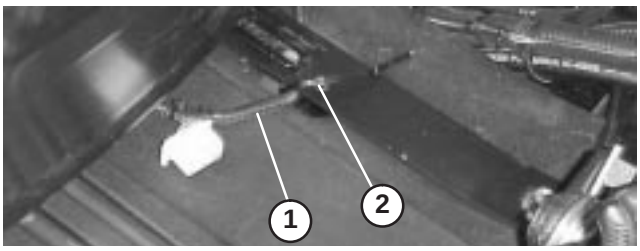

Figur 7
7. Gælder kun standardsædet. Skub sædet helt frem, træk ledningen til højre, så det ubrugte stik er placeret som vist på figur 7, og fastgør sædets kontaktledning til det bageste hul i sædestroppen med et kabelbånd (følger med sædet).